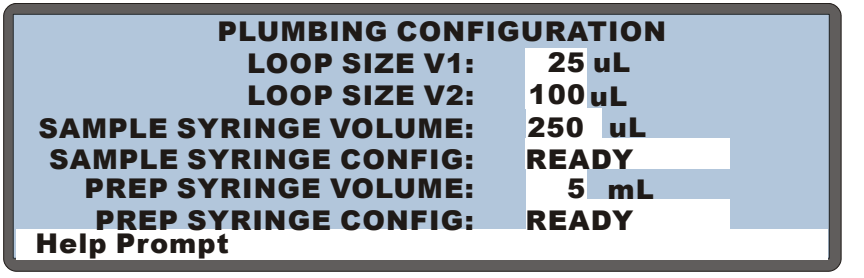

Figure 3-28. Plumbing Configuration Screen: Sequential Mode
4. On the **PLUMBING CONFIGURATION** screen, enter the sample loop size installed on each valve (see Figure 3-28).